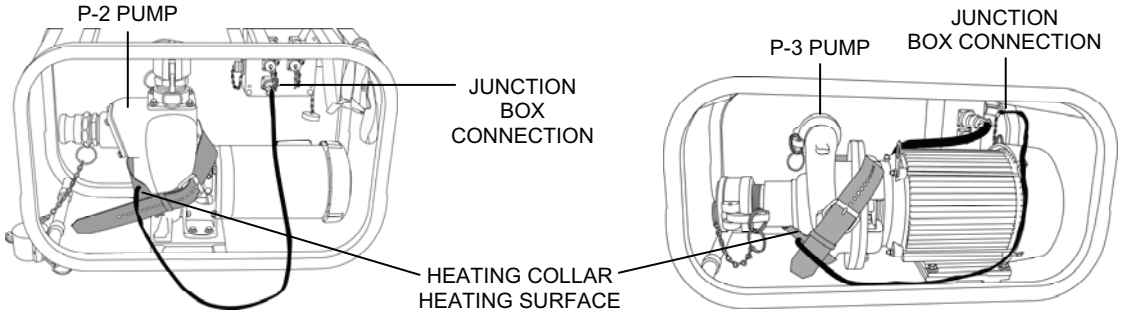

Figure 15. P-2 and P-3 Pump Heating Collar Installation.
1. Install a pump heating collar on the raw water Motor-Driven Pump P-2 (if used) and the MF Feed Pump P-3 as follows (Figure 15):